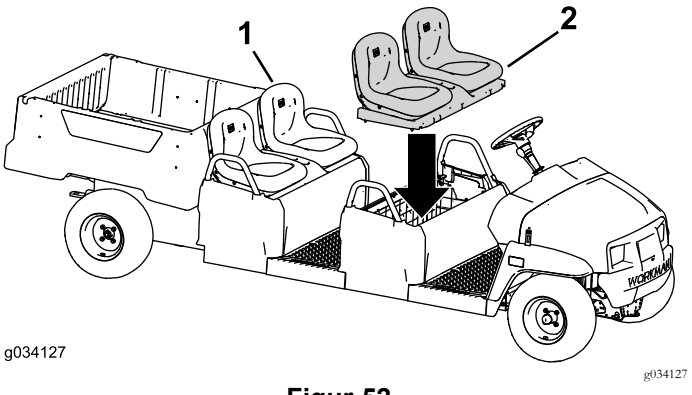

Figur 52
2. Monter den originale seteenheten til den bakre seteraden (Figur 52).
3. Monter seteenheten på den fremre seteraden (Figur 52).